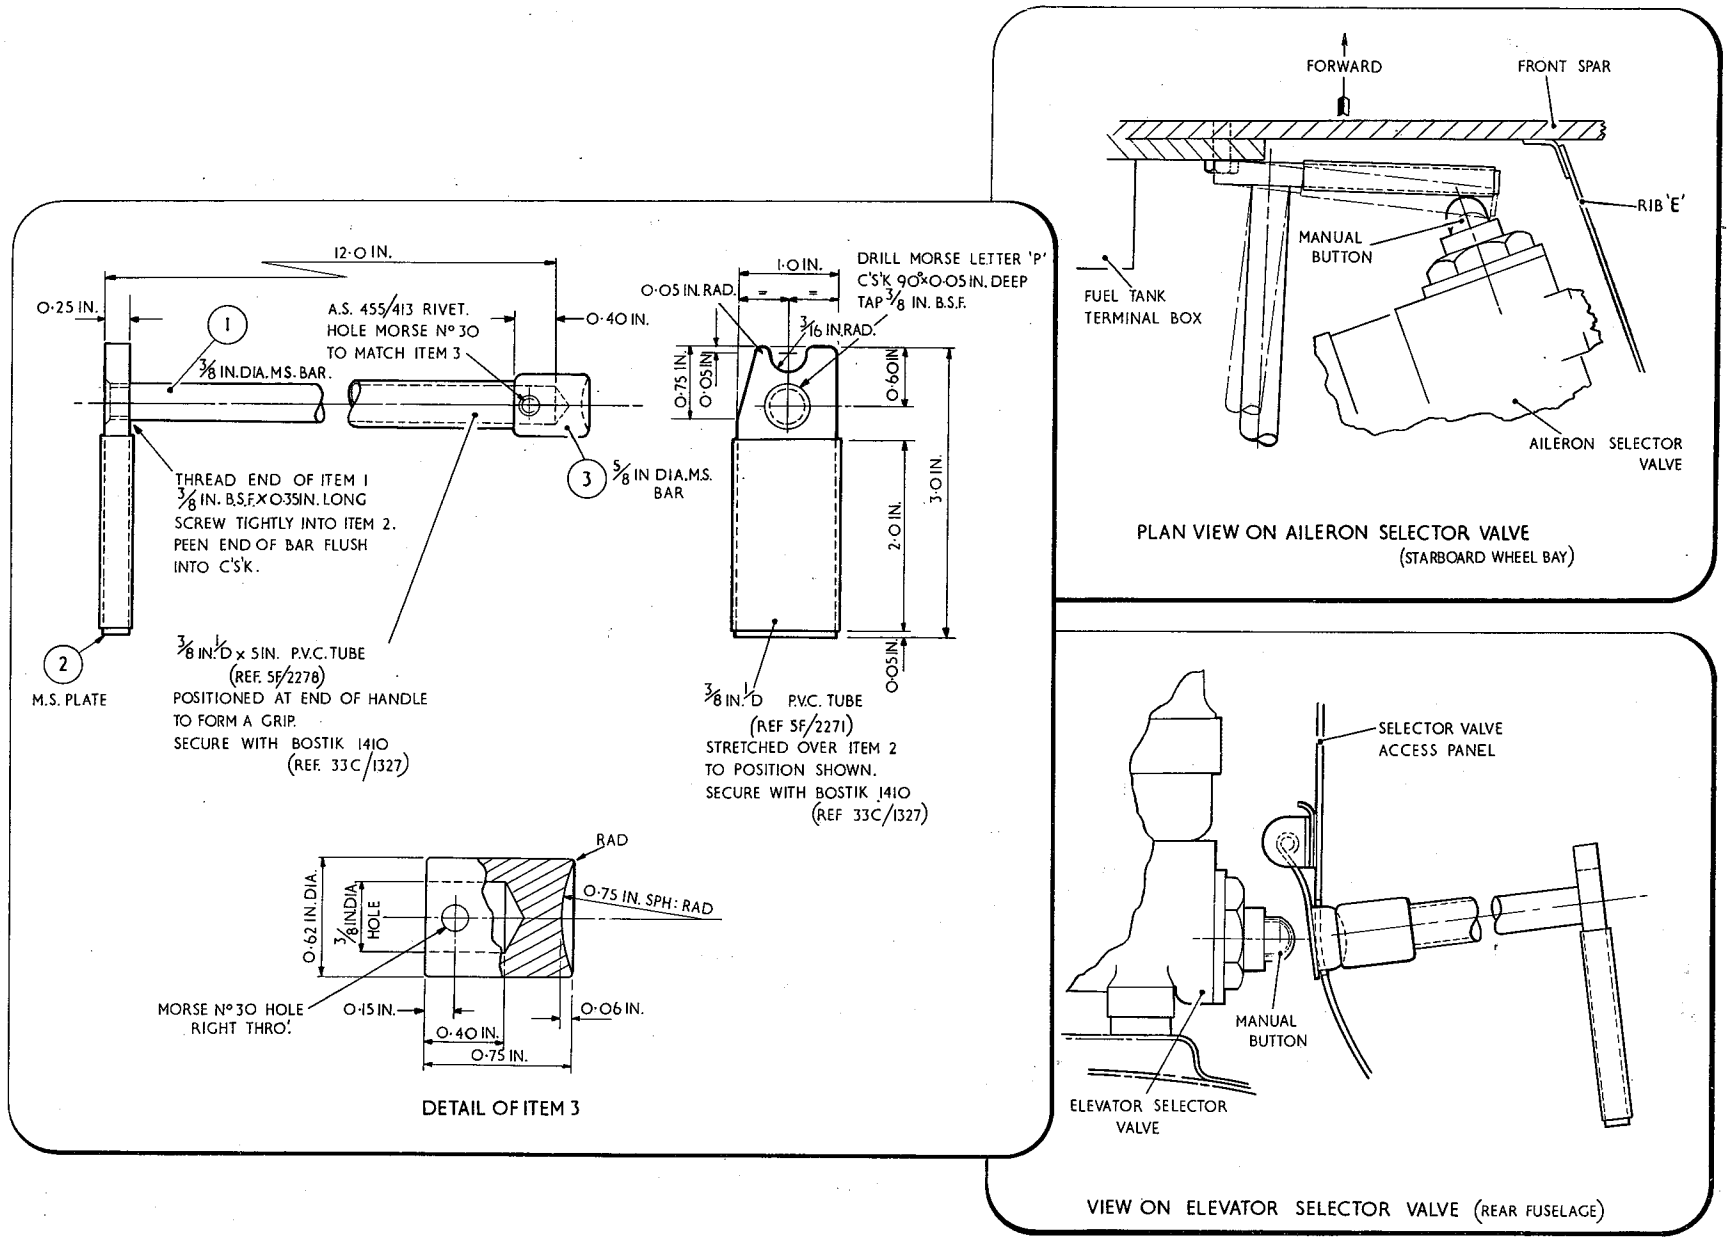

Fig. 3A Tool operating aileron & elevator selector valve
(1) To select 'Manual' with electrics available, select 'POWER OFF', then depress the button located at the solenoid B end of the selector valve. The hand pump will now be capable of building up hydraulic pressure.
(2) To select 'Manual' without electrics being available, remove the dust cap from solenoid A on the selector valve, depress the solenoid adjuster and then the manual selector button. The hand-pump will now be capable of building up the required hydraulic pressure. A tool as shown in fig. 3A should be used to operate the buttons on the selector valves.